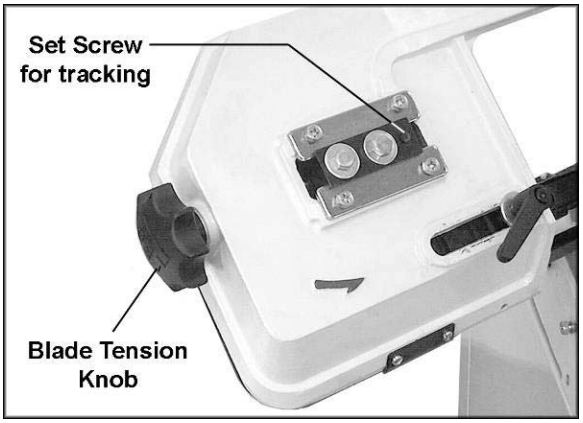
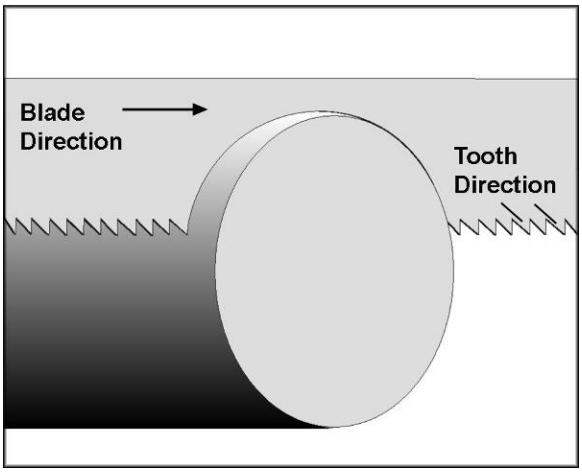

*Figure 15*
*Figure 20*
Use the knob (Figure 15) to tension the blade. Clockwise tightens the blade, counterclockwise loosens it.
1. Turn the socket set screw (Figure 15) as needed to shift the angle of the idler wheel. NOTE: This adjustment is sensitive; do it gradually and in small increments allowing the wheel to respond to the changes.
5. Remove old blade and install new one by placing it between the guides and around the band wheels. Make sure the blade is oriented properly so that the teeth will point downward and into the workpiece (Figure 20). An arrow on the the body of the bow indicates blade direction (shown in Figure 15).